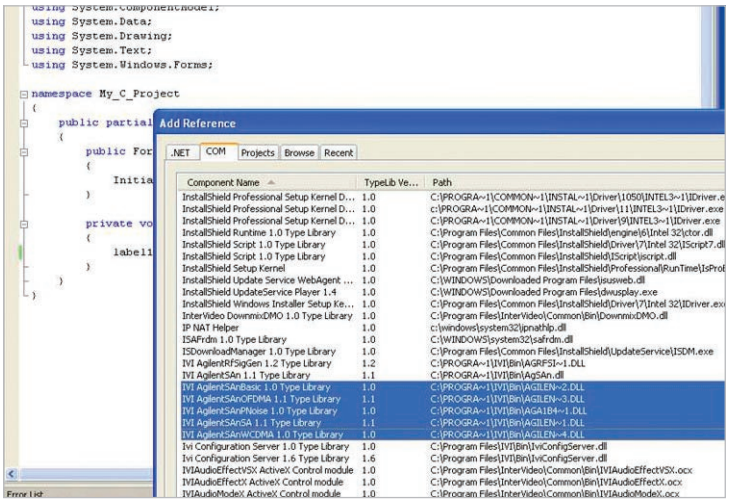

図 1.　1 つの測定器に複数のドライバが含まれる場合もあります。
3. [COM] タブを選択します。[IVI] セクションまでスクロールし（IVI ドライバの名前はすべて”IVI”で始まります）、使用する測定器用のタイプ・ライブラリを選択します。インストールされている IVI ドライバがこのリストに表示されているはずです。ドライバを選択して、[OK] を押します。1 回の選択で複数のドライバを追加することもできます。また、1 つの測定器に複数のドライバが含まれる場合もあります。図 1 の例を参照してください。